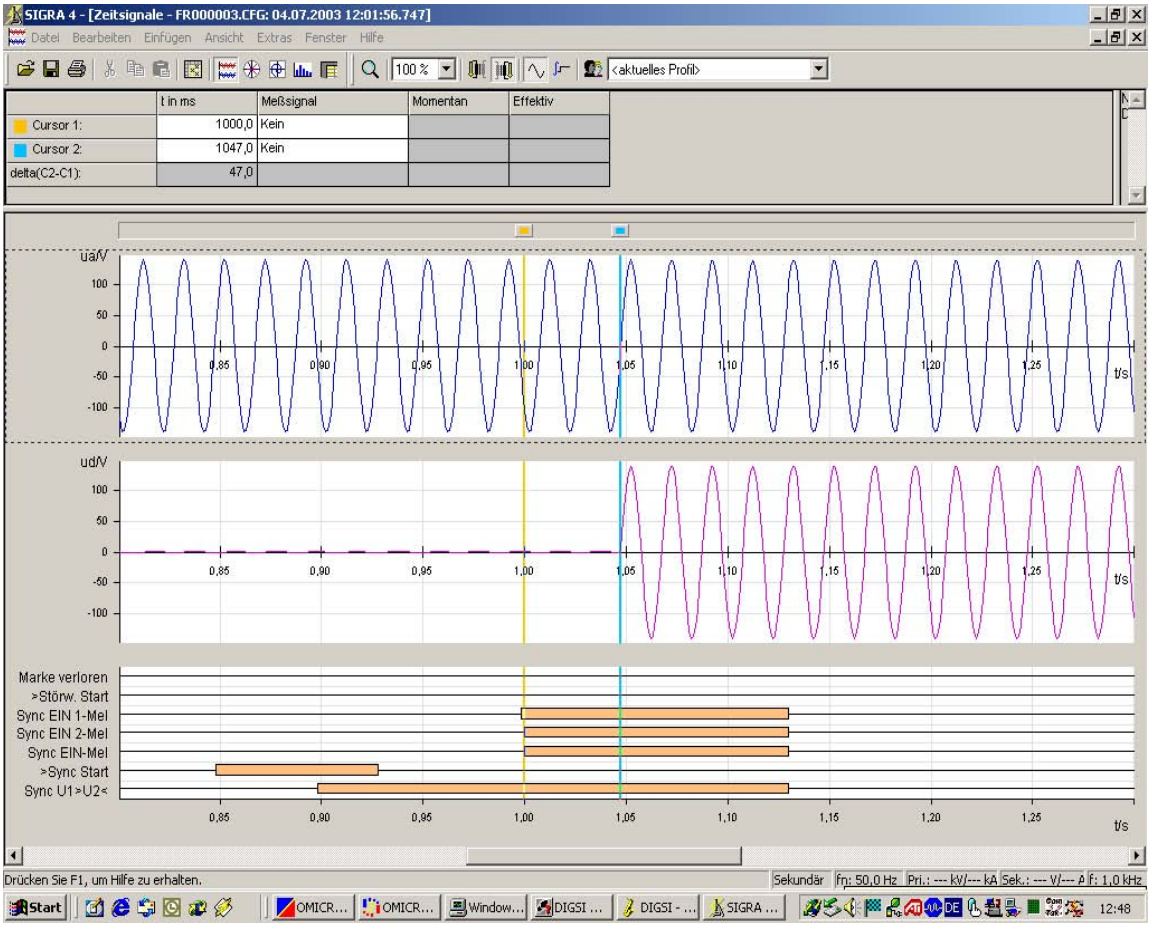

Bild 3-24 Ausmessen der Leistungsschaltereinschaltzeit
- Lesen Sie den Störschrieb aus und messen Sie mittels SIGRA die Einschaltzeit aus (siehe Bild 3-24). Nutzen Sie dabei die beiden Cursoren und die Zeitmessfunktion. Das Auftreten der 2. Spannung signalisiert die geschlossenen Schalterpole.